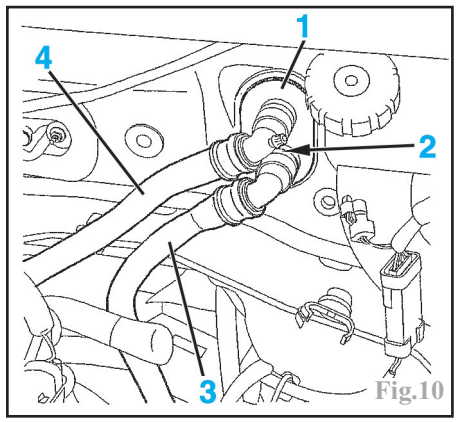

Fig.10
Contre le tablier, mettre en place des pince-durits sur les durits (3) et (4) du radiateur de chauffage. Sinon, procéder à la vidange du circuit de refroidissement (Fig.10).